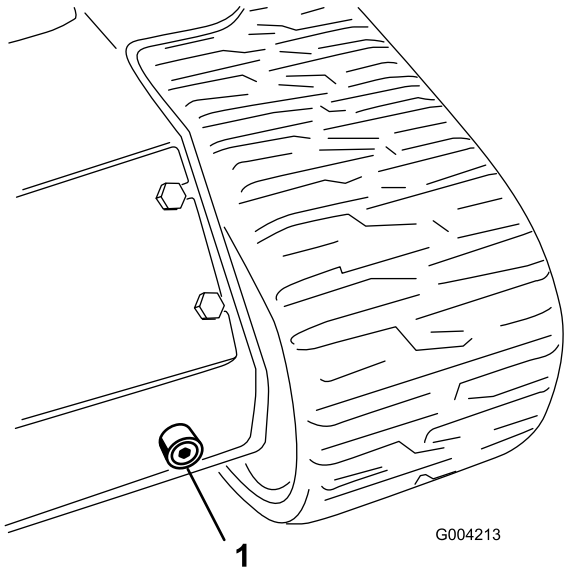

**Figur 58**
6. Sätt ett stort uppsamlingstråg (som rymmer ca 56,8 liter) under avtappningspluggen framtill på traktorenheten (Figur 58).
7. Ta bort avtappningspluggen och låt oljan rinna ned i tråget (Figur 58).